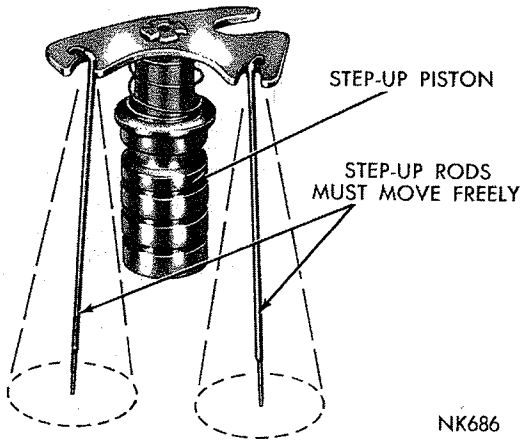

***Fig. 10—Step-Up Piston and 2 Stage Rods***
(7) Before installing step-up piston, be sure the step-up rods are able to move freely each side of vertical position, as shown in (Fig. 10). The step-up rods must be straight and smooth.